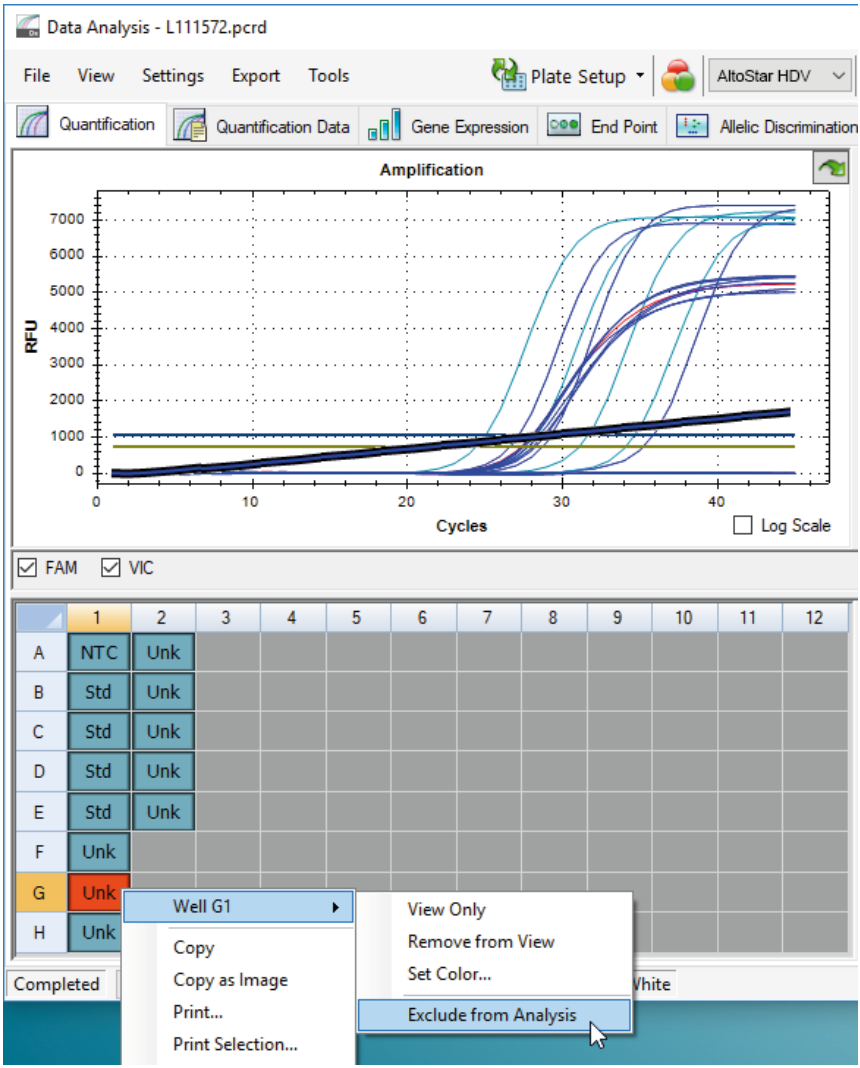

Figura 7: Ventana Data Analysis (análisis de datos): exclusión de un pocillo del análisis
3. Haga clic en cada pocillo afectado con el botón derecho del ratón y seleccione **Well**... → **Exclude from Analysis** (pocillo... → excluir del análisis) (consulte la figura 7).